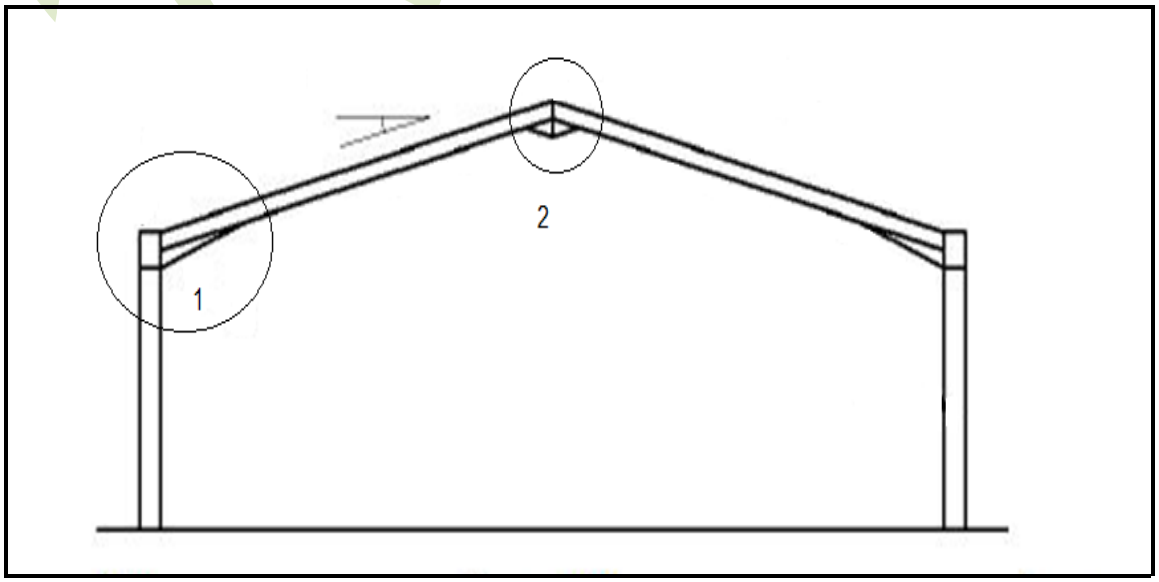

FIGURE 2 (20)
2.2 Figure 2 below shows a typical section through a steel portal frame for a church building.